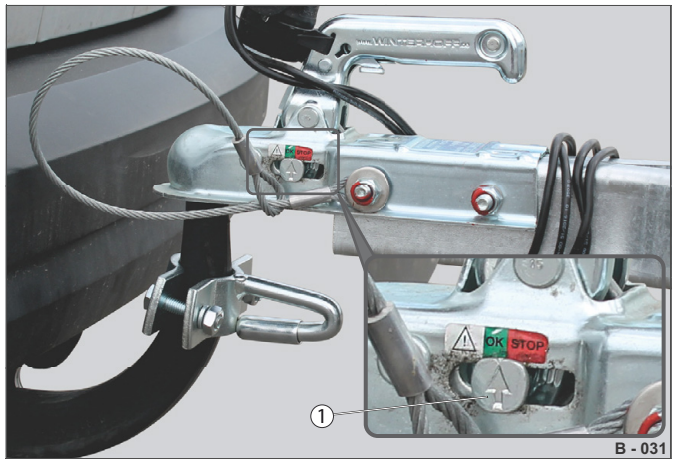

Abb. 7 Příklad: Optický indikátor na spojovacím zařízení typu koule
▶ Po připojení spojovacího zařízení typu koule překontrolujte optický indikátor opotřebení / bezpečnostní indikátor (Abb. 7/1).
▶ Překontrolujte optický indikátor opotřebení / bezpečnostní indikátor – viz strana 35 / Abb. 7.